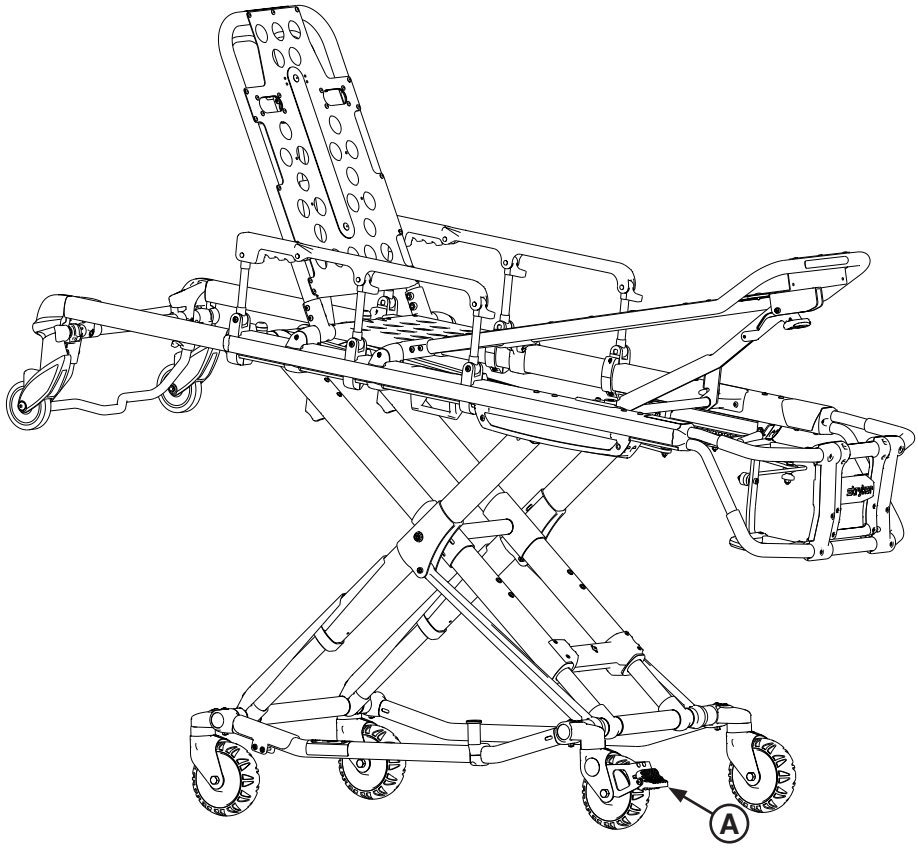

Figur 37
För att aktivera tillvalet hjullås ska pedalen (A) tryckas ned helt, såsom visas i Figur 37, tills den stannar och vilar stadigt mot hjulets yta.